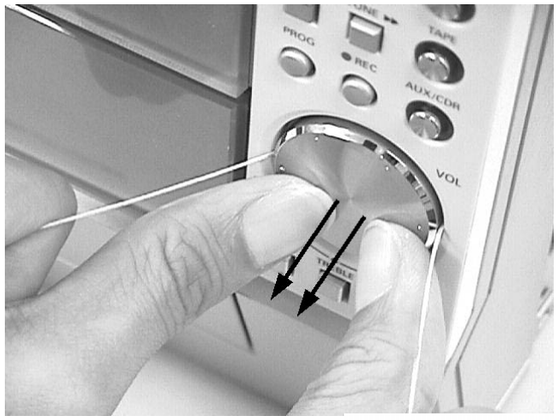

figure 6
2) Insert a strong string into the slot between the Jog knob (pos 136) and Cover control (pos 137), looped it until it engage into both the U-slot of the Jog knob and pulled it out as shown in figure 6.